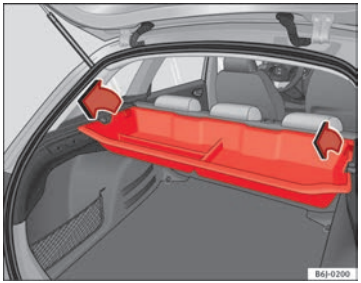

Fig. 96 Removing storage compartment
– Remove the rear shelf and pull the storage compartment upwards holding it by the edges ⇒ fig. 96.